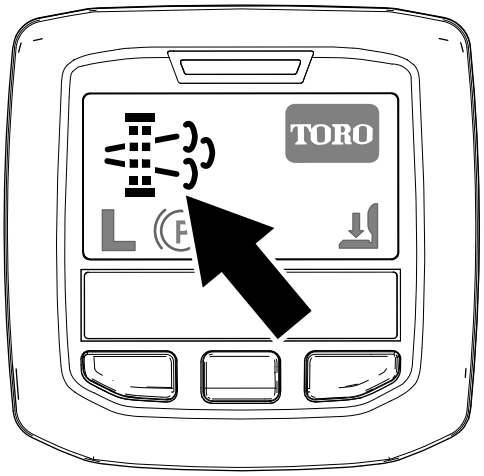

**Figuur 38**
- Het pictogram verzoek geparkeerde regeneratie verschijnt op het InfoCenter (Figuur 38).